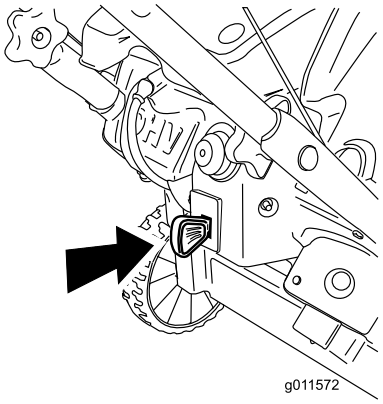

Figur 15
1. Tryck in startnyckeln helt mot det påslagna läget (Figur 15).